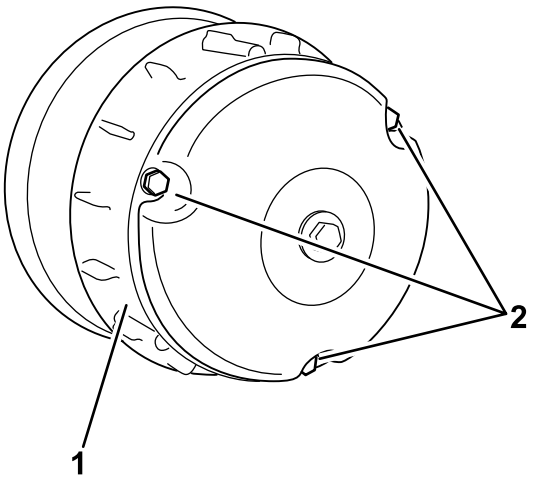

Figura 69
2. Togliete i 3 bulloni che fissano il carter della frizione e togliete il carter (Figura 69).
4. Montate il carter della frizione e fissatelo con i 3 bulloni (Figura 69) tolti in precedenza 2.